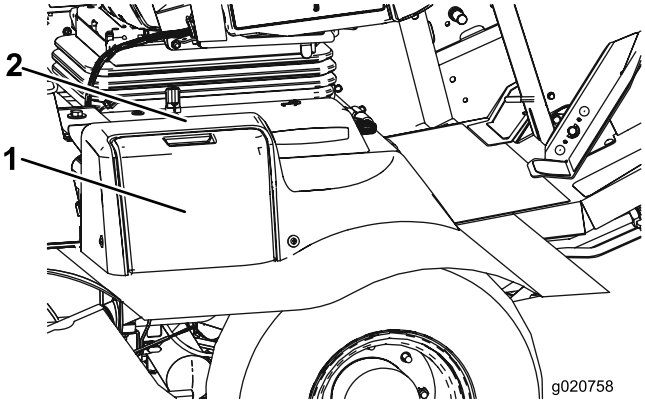

Figur 51
1. Åbn batteridækslet på siden af afskærmningen (Figur 51).
Bemærk: Tryk ned på den flade overflade over batteridækslet for at gøre dækslet nemmere at fjerne (Figur 51).